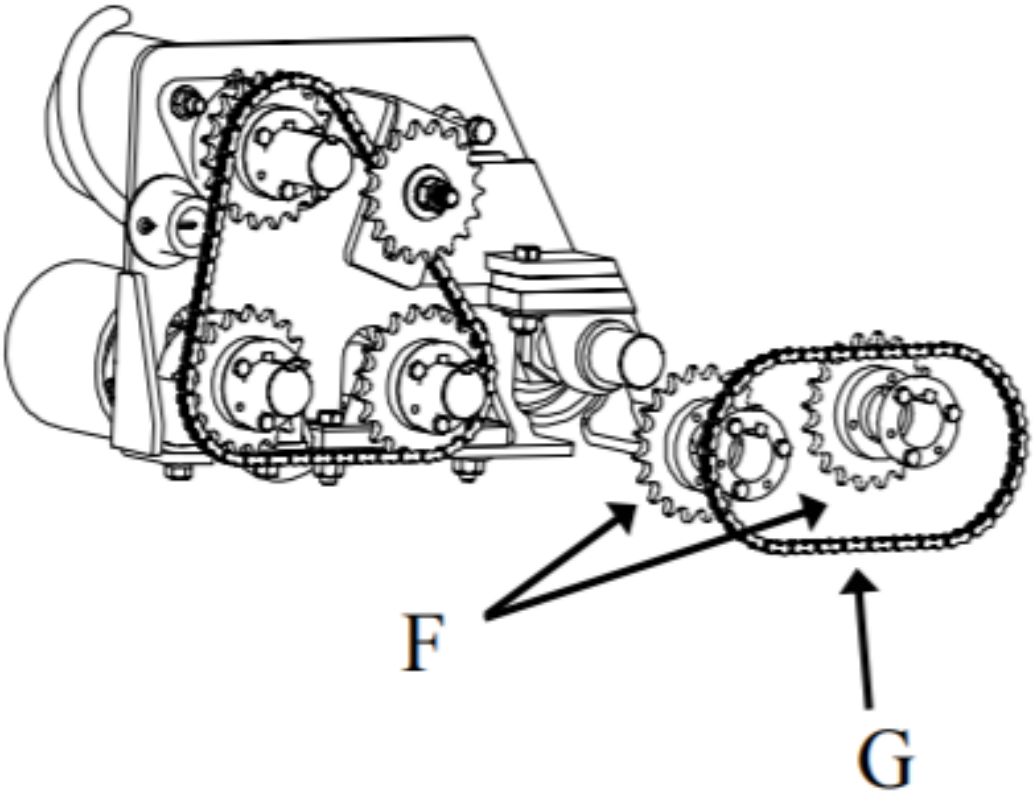

Figure 7-29: Installing Reverse Grabroll Kit (model 2500)
2. Attach sprockets (F), shown in figure 7-29, to shafts on grabrolls #4 and #5 on the right side of the machine, using the hubs provided.
3. Install drive chain (G) over sprockets.